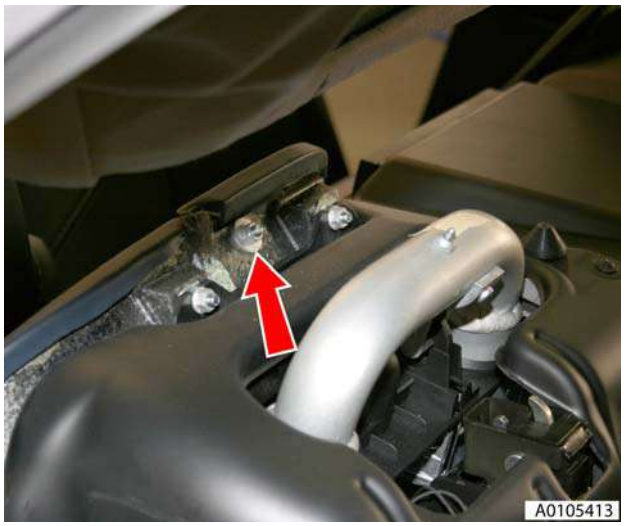

Figure 1
3. Remove nut securing body side trim to console panel (see Figure 1).